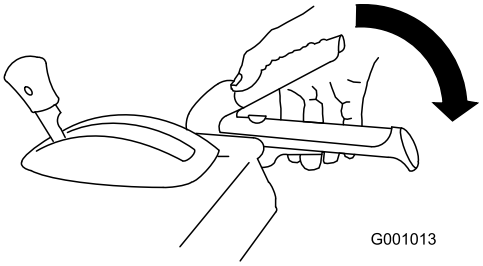

Figur 15
3. For at aktivere kosten – klem langsomt det højre kostgreb ind til håndtaget (Figur 15).